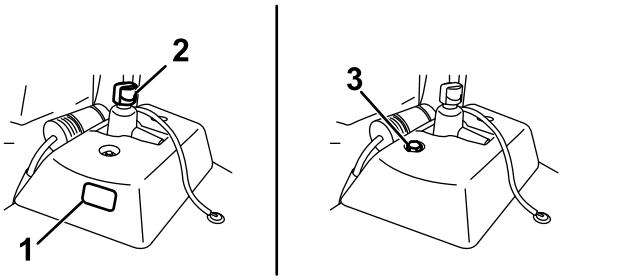

Figur 48
- Hvis reservehydrauliktanken har er et sigtglas, skal du kontrollere oliestanden der (Figur 48) og forsætte til trin 5.
- Hvis reservehydrauliktanken ikke har et sigtglas, skal du finde målepinden på toppen af maskinen (Figur 48) og forsætte til trin 3.